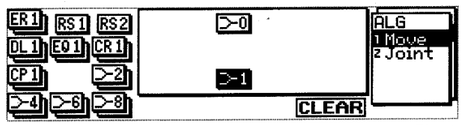

Fig.4
4. Using the cursor key and ENTER key, position [⊃— 0] (Mixer 0) and [⊃— 1] (Mixer 1) at the field shown in Fig.4.
4．カーソルキーと ENTER キーを使って [⊃— 0]（ミキサー０）と，[⊃— 1]（ミキサー１）を画面上に移動する。(Fig.4.P6)